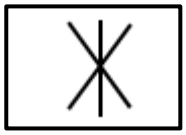

FIGUUR 4.2
4.2 Wat stel die sweissimbool in FIGUUR 4.2 voor?